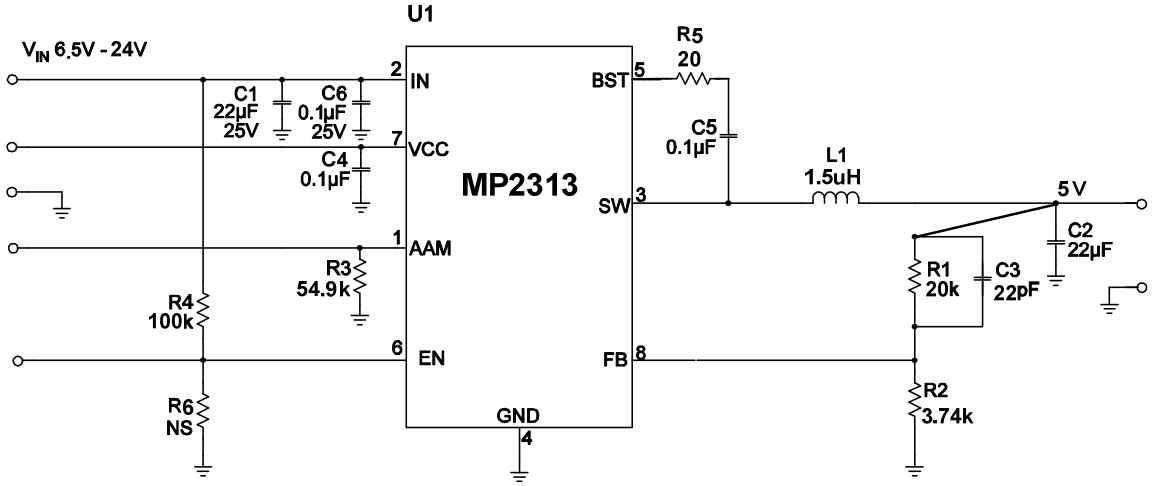

**Figure 10: $V_{IN}$=19V, $V_{OUT}$=5V, $I_{OUT}$=1A**
6) The recommended layout is based on the Figure 10 Typical Application circuit on the page 16.
The detailed application schematics are shown in Figures 10 through 15. The typical performance and circuit waveforms have been shown in the Typical Performance Characteristics section. For more device applications, please refer to the related Evaluation Board Datasheets.